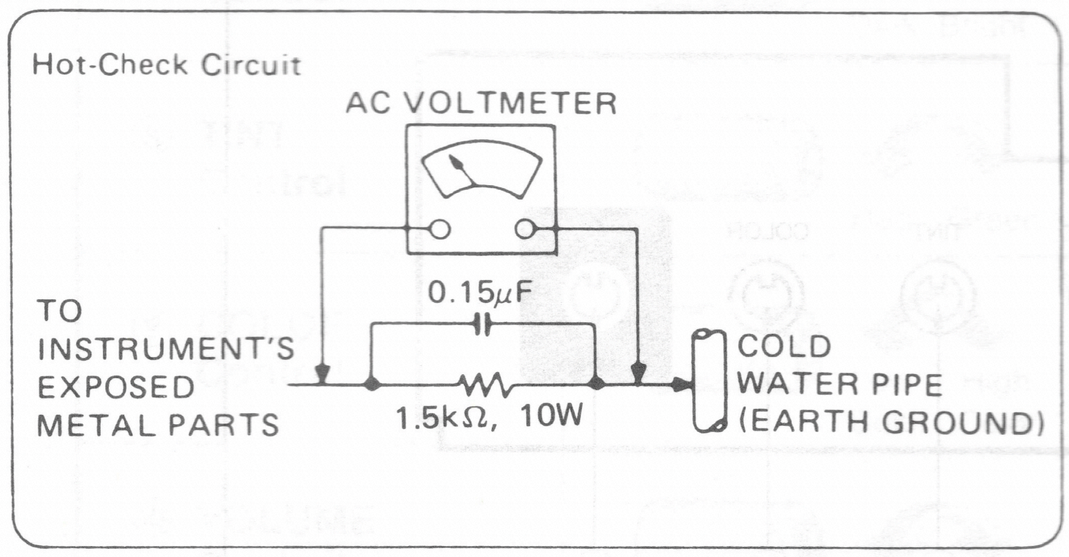

Fig. 1
LEAKAGE CURRENT HOT CHECK (See Fig. 1)
2. Connect a 1.5 kΩ, 10 watt resistor, in parallel with a 0.15 μF capacitor, between each exposed metallic part on the set and a good earth ground such as a water pipe, as shown in Fig. 1.